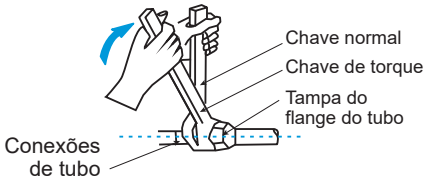

Figura 12
- Use duas chaves quando instalar ou desmontar a tubulação, uma chave comum e uma chave de torque. Consulte a Figura 12.